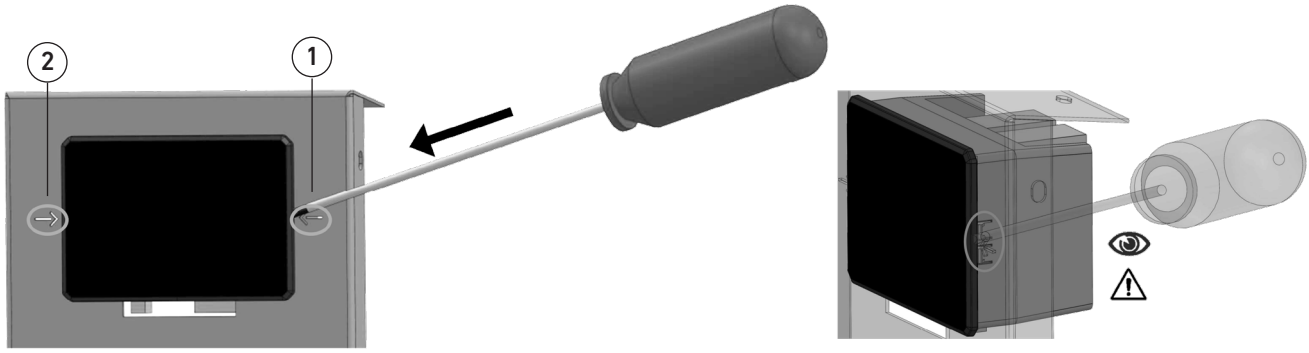

fig. 20
- Insérer la pointe d'un tournevis plat entre la tôle de support et le cadre de la centrale aux endroits indiqués par les flèches sur les côtés de la centrale (Fig. 20, détail 1-2) ;